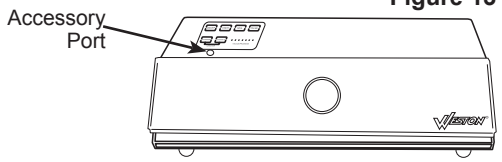

Figure 14
4. Insert the other end of the accessory hose into the port on the lid of the canister (Figure 14).